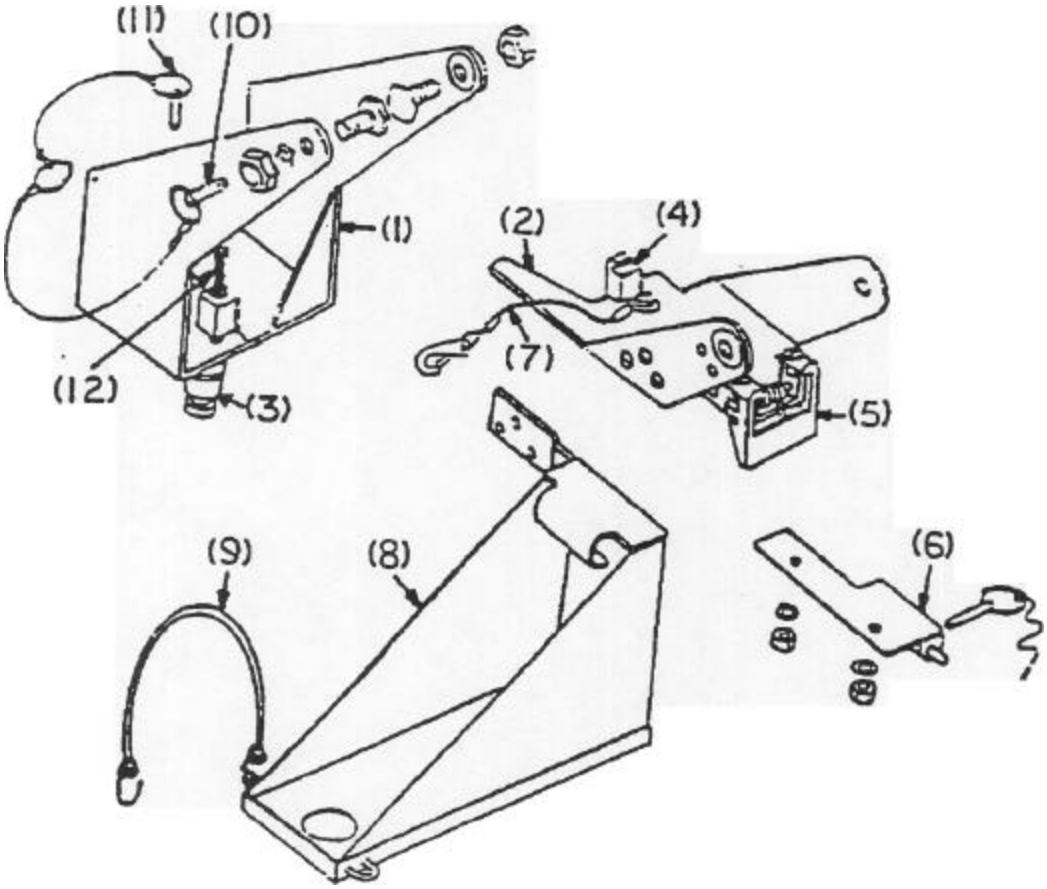

Figure 1, H60 GUN MOUNT (Exploded View)
a. The mount has a carriage (1) which supports the cradle (2) and attaches to the stand, with the use of a pintle (3). The cradle has a front mounting slot (4) and a rear latch (5) that is used to
secure the machine-gun on to the mount. A latch lock assembly and quick release pin (6) and the weapon safety lanyard (7) are used to prevent any unintentional disengagement of the weapon from the mount. The ammunition can holder (8) is provided with an elastic ammo can retaining strap (9) with hooked ends to secure the can of ammo to the holder. The mount also has a 2 position elevation lock and elevation lock pin (10), a train lock and train lock pin (11), and a depression stop bolt (12). (See Figure 1)